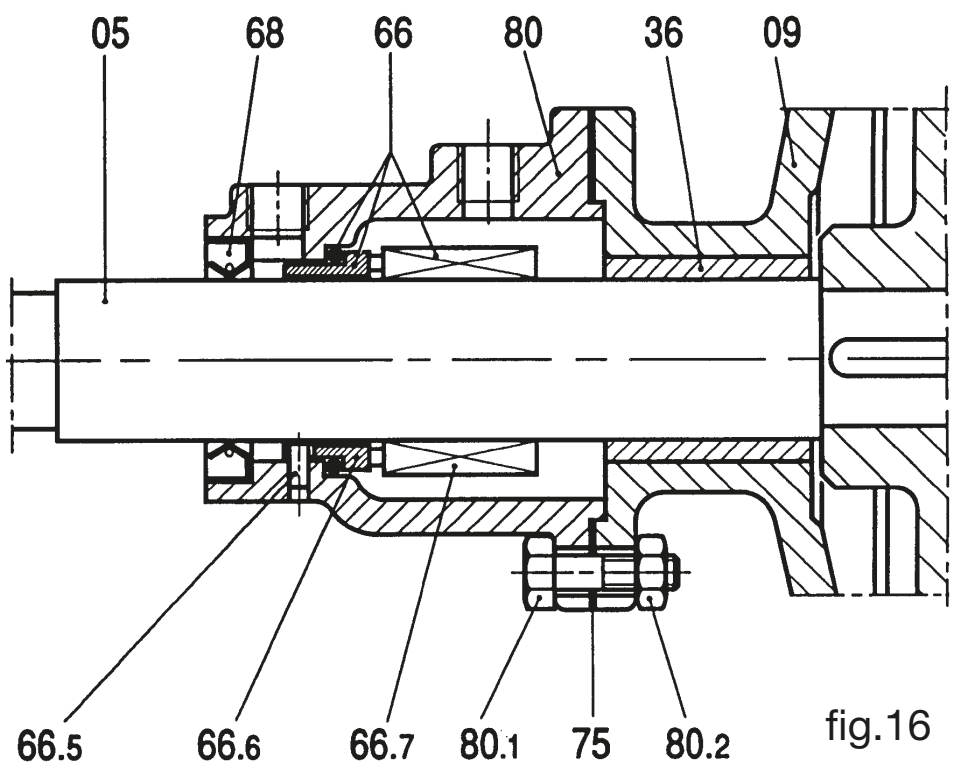

fig.16
11.9 Rimozione della tenuta meccanica semplice ST4, ST5, ST6 (fig. 16)